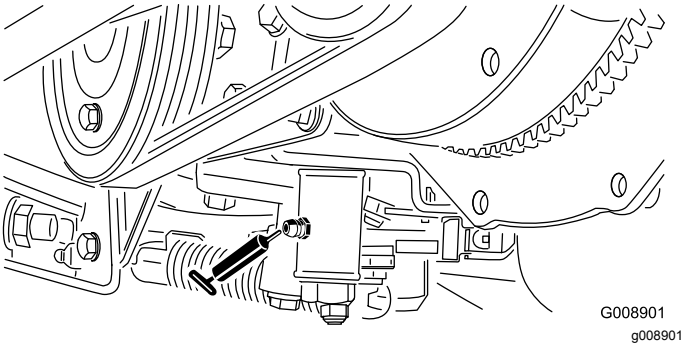

Figur 56
- Nøytral justeringsmekanisme (Figur 56)